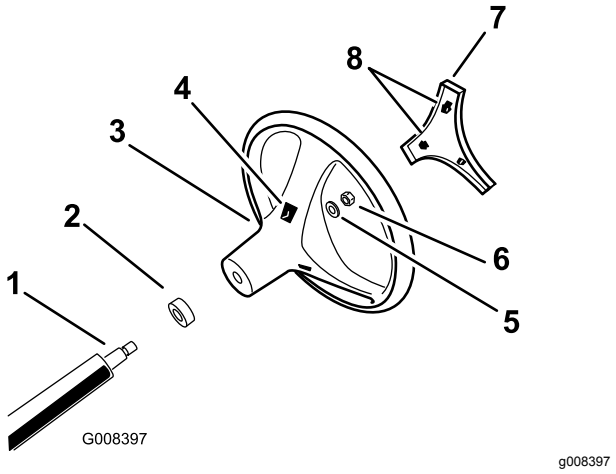

**Bild 3**
4. Befestigen Sie das Lenkrad mit der Sicherungsmutter an der Welle und ziehen diese bis auf einen Drehmoment von 24-29 N·m fest.Bild 3
5. Fluchten Sie die Nasen der Abdeckung mit den Schlitzen im Lenkrad aus und lassen Sie die Abdeckung an der Lenkradnabe einrasten (Bild 3).